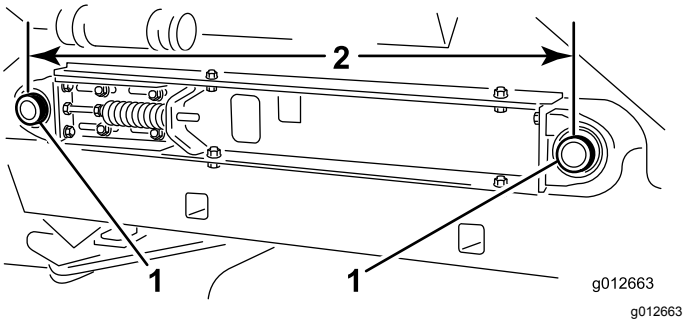

Rysunek 20
7. Zmierz odległość między środkami wałów rolek taśmy po każdej stronie maszyny, aby upewnić się, że są one równe (Rysunek 20).